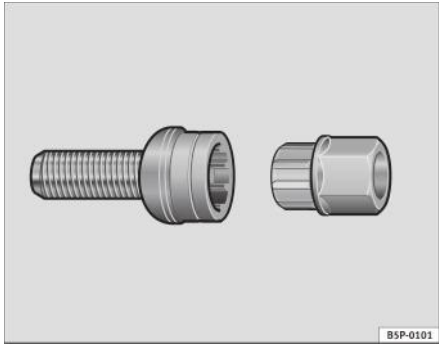

Fig. 159 Prezonul de roată antifurt
– Introduceți adaptorul pe prezon şi împingeți până la capăt ⇒ fig. 159.